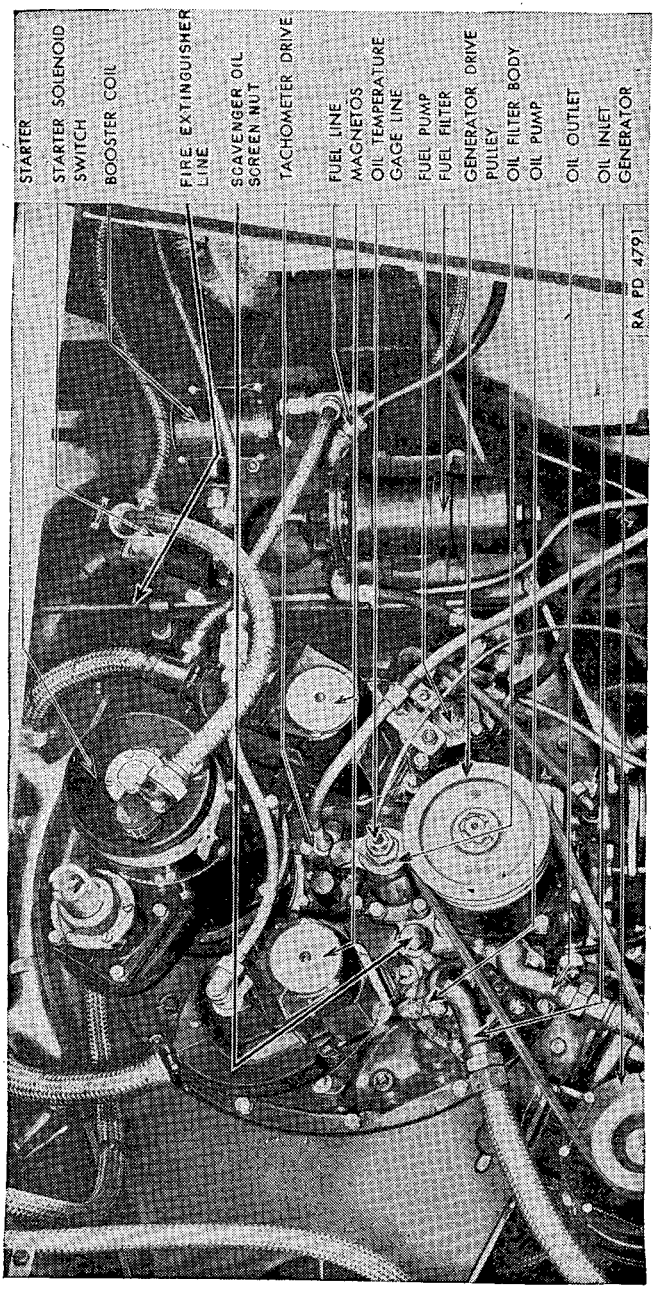

FIGURE 23.—Engine accessories, Continental series 9A.
(*f*) *Magneto breaker points.*—See that the magneto breaker points are clean and properly adjusted. Check the operation of the magneto (fig. 23).
45. Accessory case (fig. 23).—The accessory case is a one-piece aluminum alloy casting attached to the rear section of the main crankcase. It houses all accessory drives and mounts all accessories except the carburetor and generator.
(2) *Scavenger oil pump filter.*—A screen type filter is used to remove foreign matter from the scavenger lines. Remove and clean the screen after each 25 hours of engine operation. To remove screen, remove locking wire and screw screen assembly out of accessory case (fig. 23).